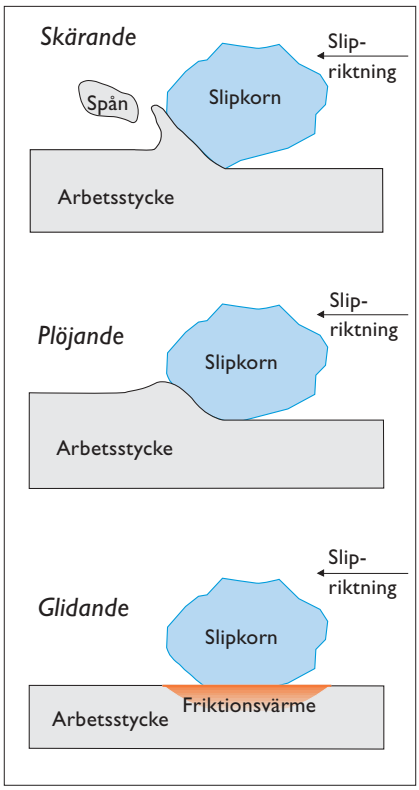

Figur 2. Olika tillstånd vid slipning (mycket schematiskt). Skärvinklarna är oftast negativa.
- Slipverktyget har en oregelbunden skärgeometri. Slipkornen ligger oregelbundet placerade, se figur 2.